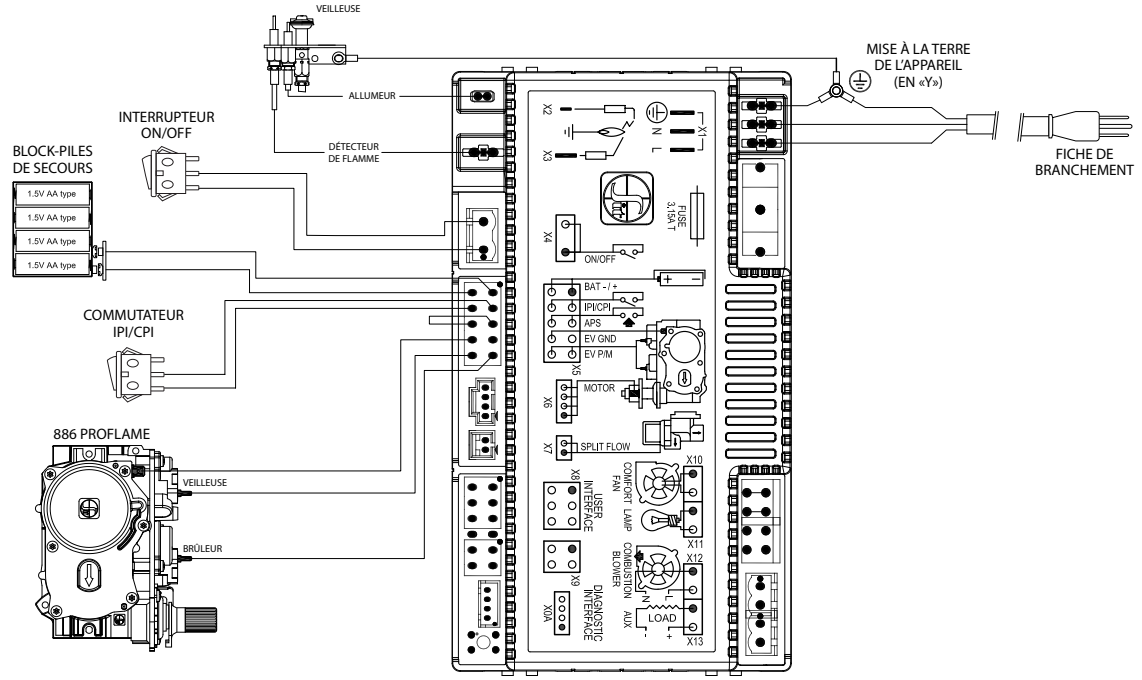

Figure 9.1
- Facultatif : Il est possible de désactiver l'interrupteur ON/OFF qui allume/éteint le brûleur, en déconnectant les fils (de l'interrupteur ON/OFF) qui sont connectés au module de contrôle (Figure 9.1).